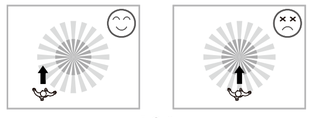

FIG.3
3.1.2 Preste atención al sentido de la marcha en el procedimiento de prueba. Es más sensible al movimiento a través del detector y menos sensible al movimiento directamente hacia el detector, lo que reducirá la cobertura de la detección (Ver FIG.3).